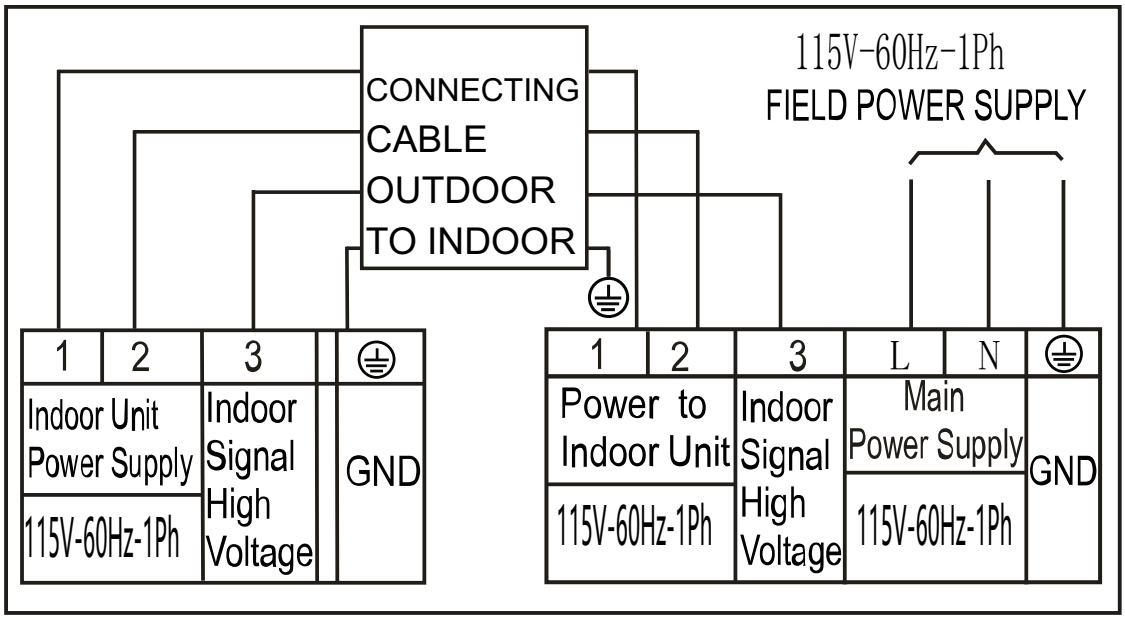
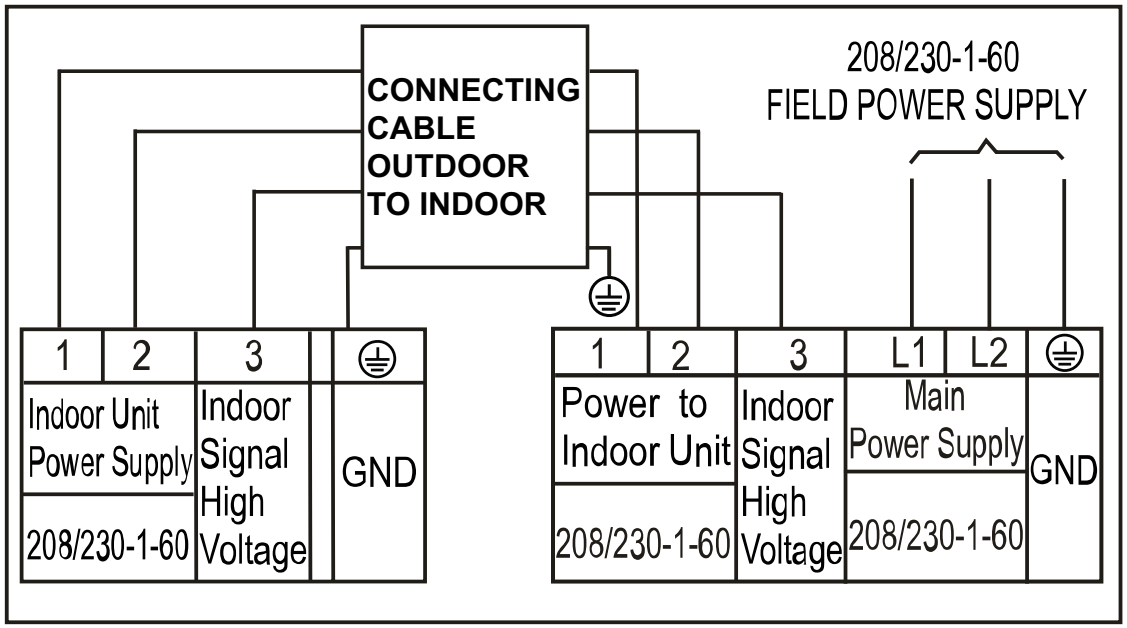

Fig. 25 —Connection Diagram (115V)
Fig. 26 — Connection Diagram (208/230V)
8. Connect the wiring from the outdoor unit per the connection diagram (see Figure 25 - Figure 26).